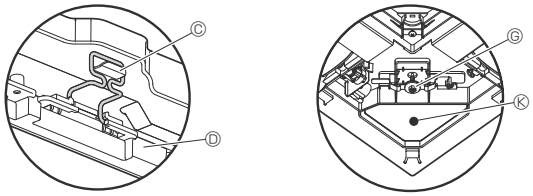

Fig. 9-7
- **Nach dem Festziehen der Schraube prüfen, dass die beiden Gitterhaken (Fig. 9-7) in den Haken am Hauptgerät eingerastet sind.**